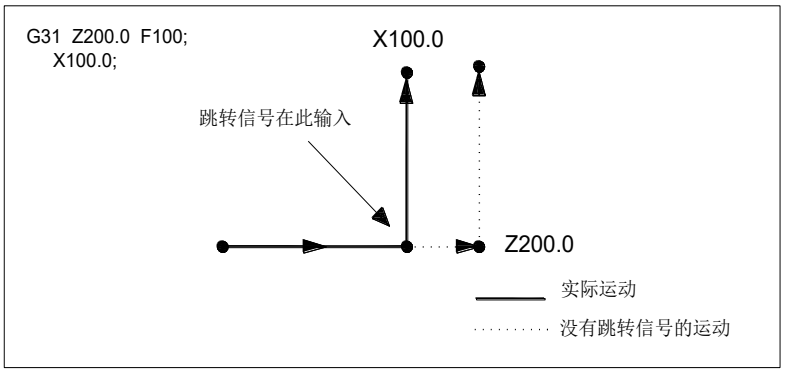

图 3.10-2
②. G31 的下一个程序段是1 个轴的绝对坐标编程, 编程轴的绝对坐标运行到指定点，另一轴保持原位不动。见下图图3.10-2：